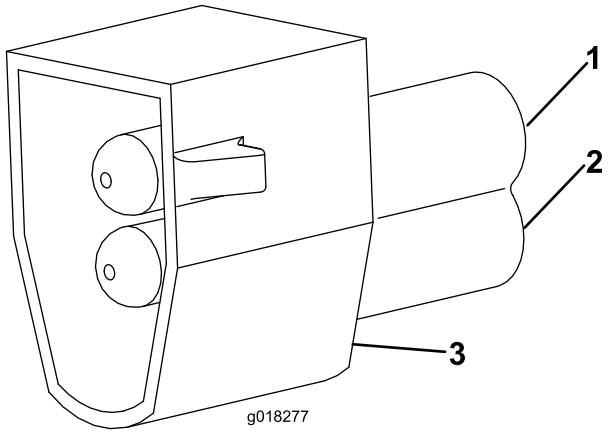

Figur 9
3. Trykk PM2-koblingen på polene på nummerskiltkabelen (Figur 9).